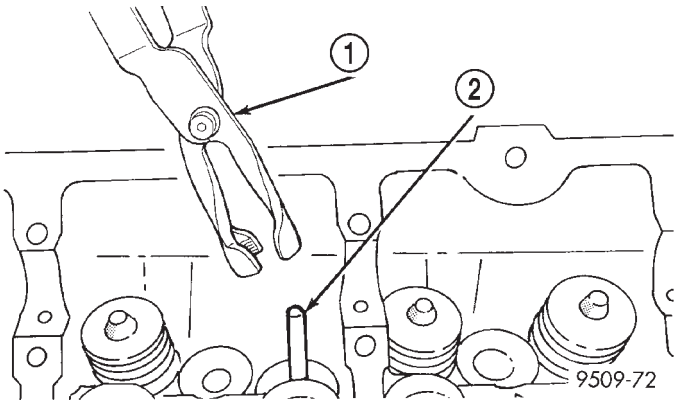

Abb. 53 Montagewerkzeug für Ventilschaftdichtungen
(5) Ventilfeder abnehmen.
(6) Ventilschaftdichtung mit einem geeigneten Werkzeug ausbauen (Abb. 53).